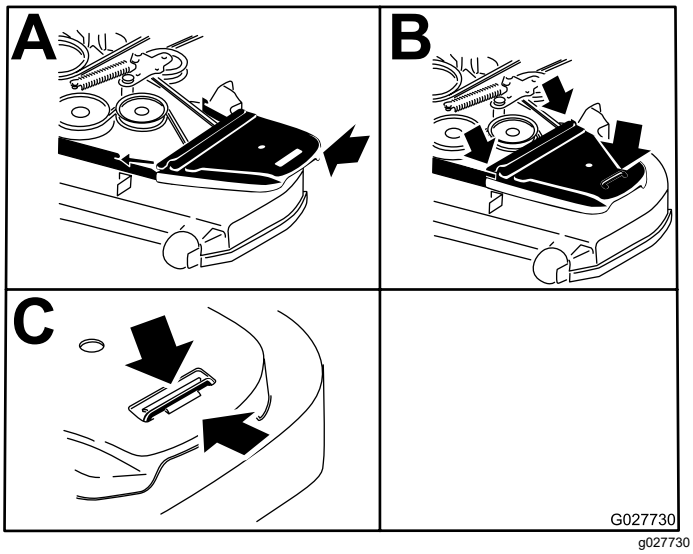

Figur 63
12. Montera remkåporna och skruvarna som fäster dem (Figur 63).